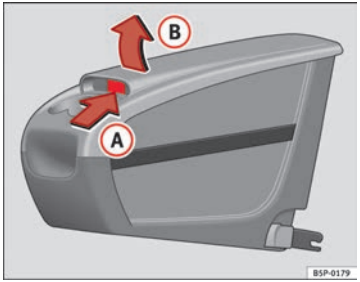

Fig. 111 Mobile storage compartment. Opening
– Lift the cover (B), in area (A) ⇒ Fig. 111.